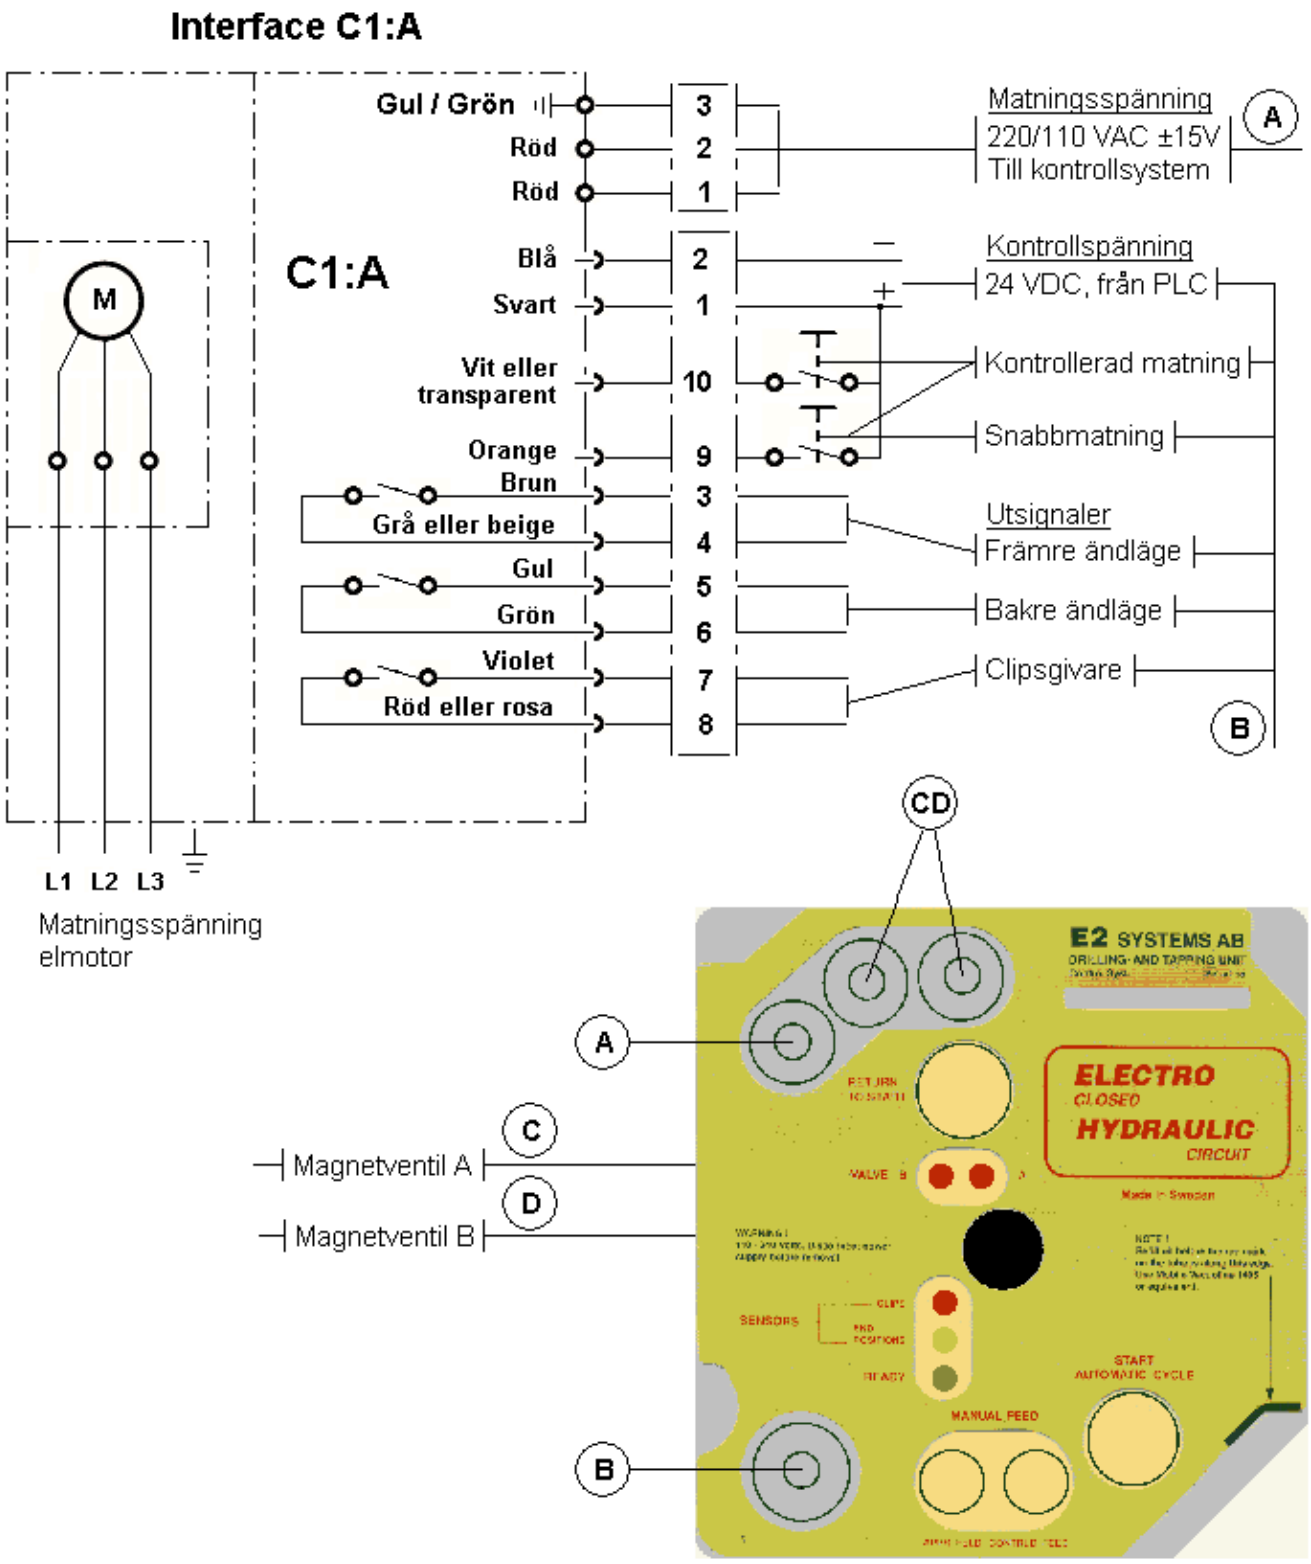

Fig. 3.
6. Anslutning av den elektriska matningen till styrstemet. Se Fig. 3.